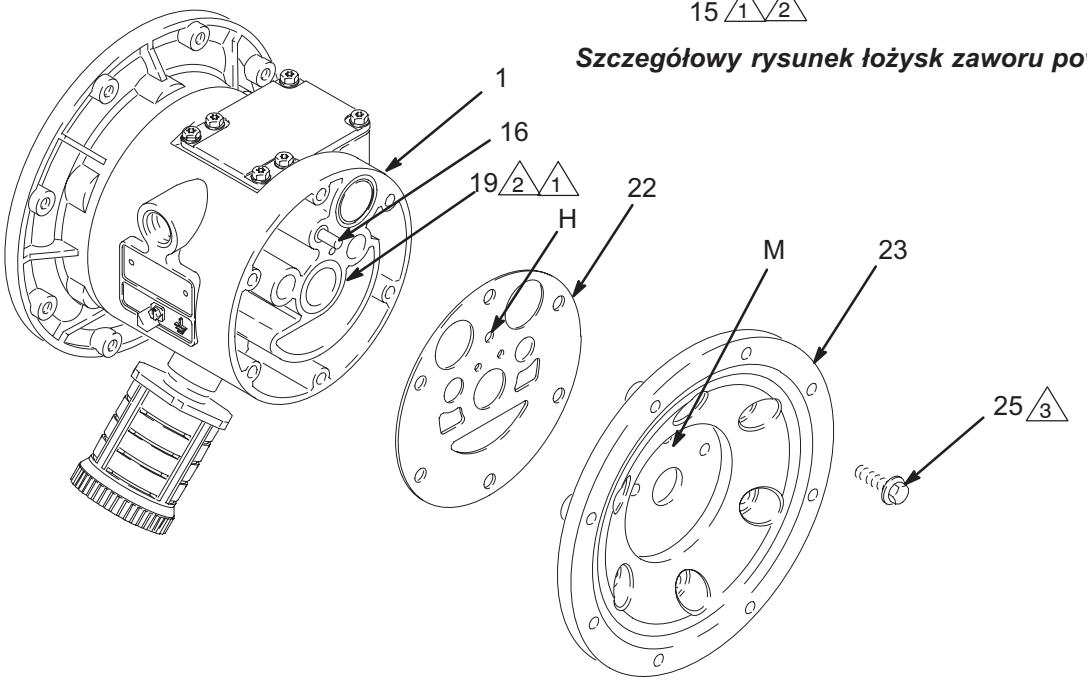

Rys. 15
5. Za pomocą klucza nasadowego 10 mm odkręć śruby (25) mocujące osłony pneumatyczne (23) do centralnej obudowy (1), p. rys. 15.
6. Zdejmij uszczelki osłon pneumatycznych (22). Uszczelki należy zawsze wymienić na nowe.
7. Ściągnij łożyska wału (19),łożyska zaworu powietrza (12) lub popychaczy (15) za pomocą przyrządu. Nieuszkodzonych łożysk nie należy demontować.
8. Jeśli zdjąłeś łożyska wału membrany (19), sięgnij do środkowej obudowy (1) szczypcami do pierścieni i zdejmij miseczki (402), a następnie wyjmij je z obudowy. Dokonaj oględzin miseczek, p. str. 14.
4. Załóż nową uszczelkę osłony pneumatycznej (22) tak, by trzpień (16) wystający z obudowy centralnej (1) przechodził przez odpowiedni otwór (H) w uszczelce.
5. Ustal położenie pokrywy pneumatycznej (23) tak, by trzpień (16) pasował do środkowego (M) spośród trzech niewielkich otworów znajdujących się w pobliżu środka obudowy. Dokręć śruby (25) palcami do oporu. Nanieś preparat Loctite® średniej gęstości (niebieski) lub jego odpowiednik na gwinty śrub (25), p. rys. 15. Za pomocą klucza nasadowego 10 mm dokręć śruby naprzemiennie i równomiernie z momentem 15–17 N•m.